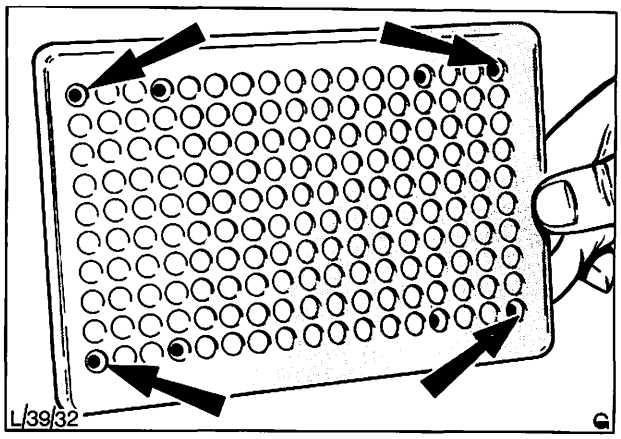

Abb. 8 Befestigungsschrauben – Lautsprechergrill (hinten)
3. Kreuzschlitzschrauben (4) entfernen und Lautsprechergrill ausbauen, Abb. 8.